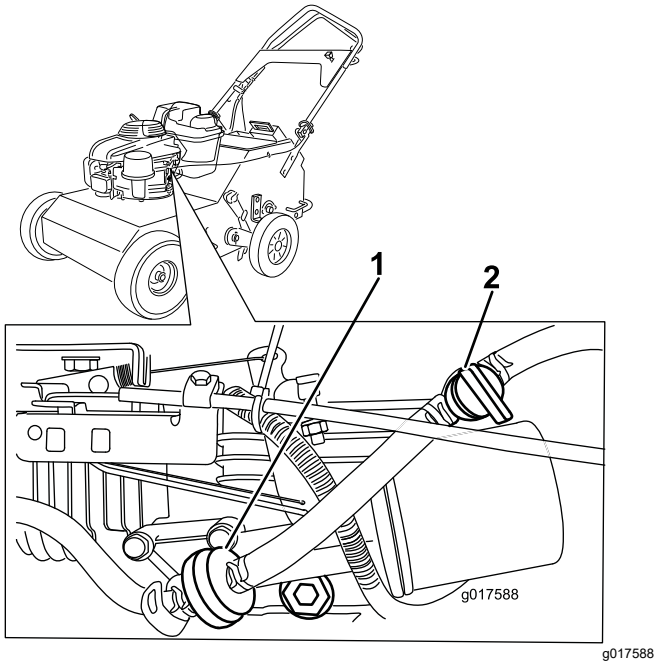

Figure 29
3. Fermez le robinet d'arrivée de carburant (Figure 29).
4. Pincez la conduite d'alimentation de chaque côté du filtre à carburant (Figure 29) pour éviter les fuites lors de la dépose du filtre.
5. Pincez les extrémités des colliers et éloignez les colliers du filtre (Figure 29).
7. Posez un filtre neuf et rapprochez les colliers de fixation du filtre (Figure 29).